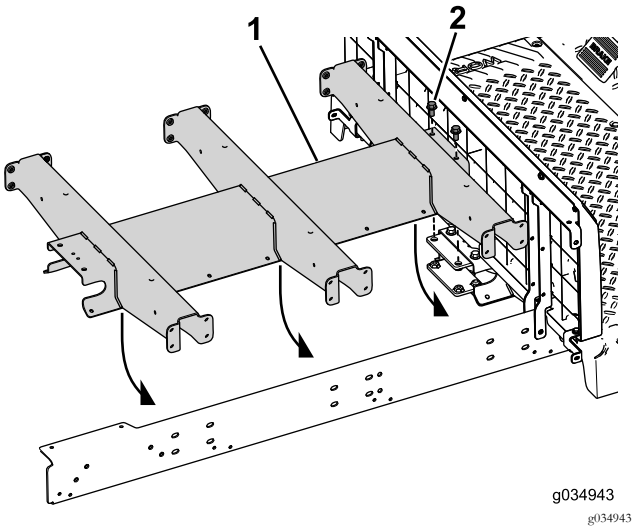

Figure 72
4. Insérez les 2 boulons (3/8" x 3¾") et rondelles à travers le profilé central et le support arrière (Figure 72).